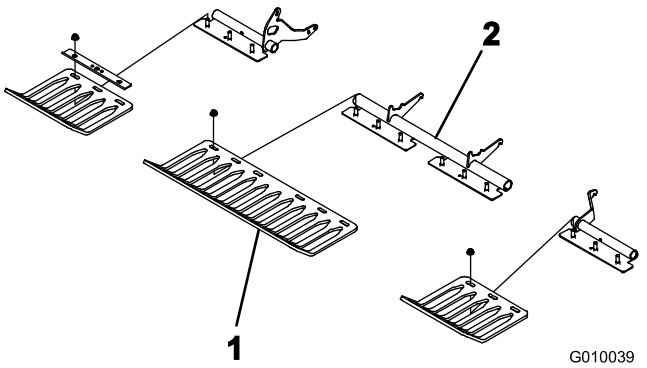

Figur 24
3. Montera gräsmatteskydden löst på gräsmatteskyddsfästena med de fyra klämmorna till gräsmatteskyddet och de tolv flänsmuttrarna (Figur 24). Dra inte åt fästdonen.
Obs: Klämmorna till gräsmatteskyddet och flänsmuttrarna sitter monterade på gräsmatteskyddsfästena vid leveransen (Figur 24).